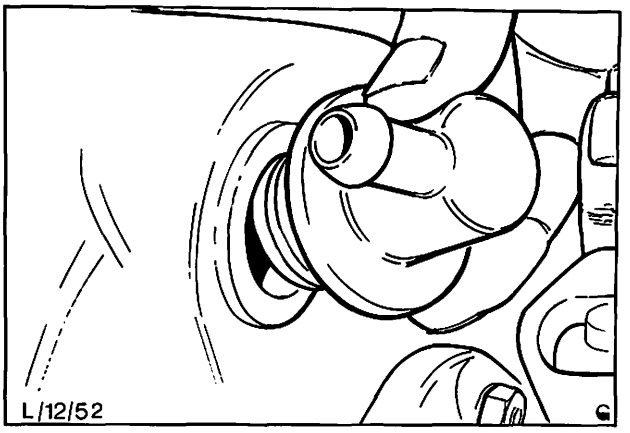

Abb. 65 Rückschlagventil – Bremsverstärker ausbauen
3. Lage des Auslaßstutzens am Rückschlagventil beachten, dann Rückschlagventil aus der Gummitülle in der Vorderseite des Bremsverstärkers herausdrücken, Abb. 65.